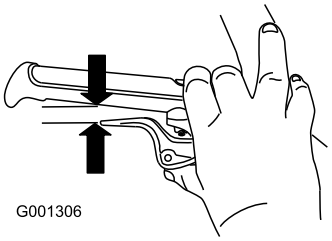

Рисунок 9
5. Полностью утопите рычаг, затем проверьте зазор между нижней точкой рукоятки и концом рычага муфты свободного хода (Рисунок 9).